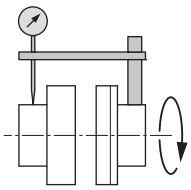

Fig. 11: Проверка радиальной выверки при помощи контрольного устройства
- На одной из муфт или на валу зафиксировать индикатор часового типа (см. Fig. 11). Гильза индикатора часового типа должна прилегать к поясу другой полумуфты (см. Fig. 11).